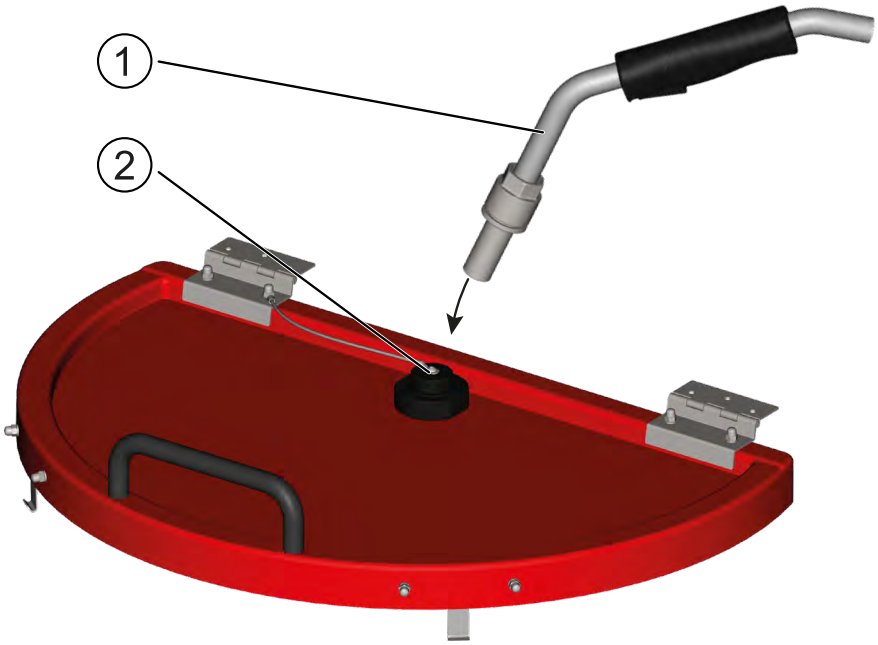

Afbeelding 26: Het doseerpistool in de reinigingsnozzle steken
1. Verwijder de stop voor de reinigingsnozzle ② uit het deksel.
2. Steek het doseerpistool ① in de opening van de reinigingsnozzle (zie „Afbeelding 26: Het doseerpistool in de reinigingsnozzle steken“ op pagina 51.)